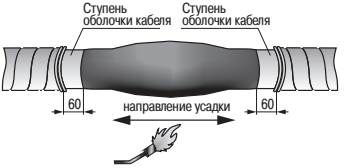

Рисунок 17
4.33 Расстояние от среза брони (защитного покрова) кабеля до торца трубки должно составлять по 60 мм. При необходимости обрезать трубку до получения требуемого размера ступени оболочки кабеля (рисунок 17).